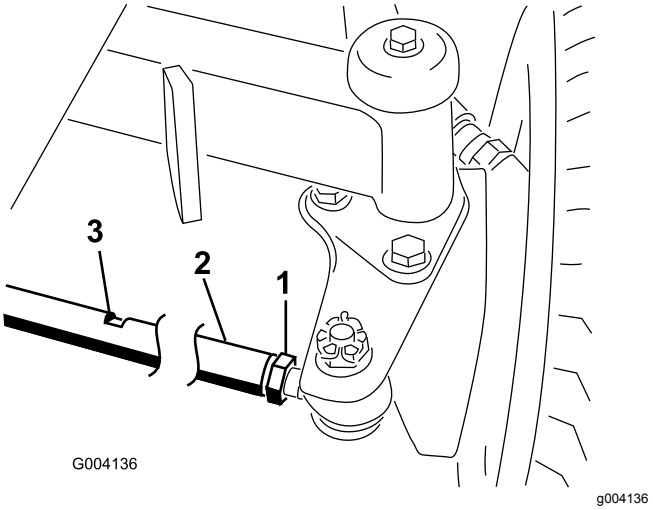

Figur 61
2. Lossa kontramuttern i båda ändar av dragstången (Figur 61).